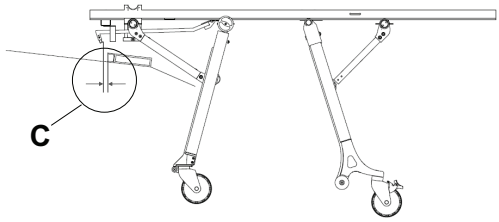

Afbeelding 15 – Ruimte tussen veiligheidshaak en opvangplaat
- Horizontale ruimte (C) tussen de veiligheidshaak en opvangplaat is toereikend voor het uitladen (Afbeelding 15)